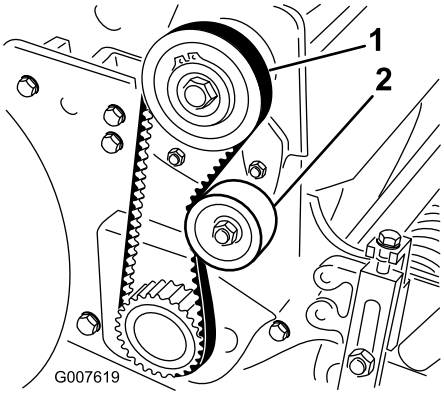

Figuur 36
2. Controleer de spanning door de riem midden tussen de poelies (Figuur 36) in te drukken met een kracht van ongeveer 18-22 N De riem moet een speling van 6 mm hebben.
A. Maak de montagemoer van de spanpoelie los en draai de spanpoelie rechtsom tegen de achterzijde van de riem totdat de riem de vereiste spanning heeft (Figuur 36).